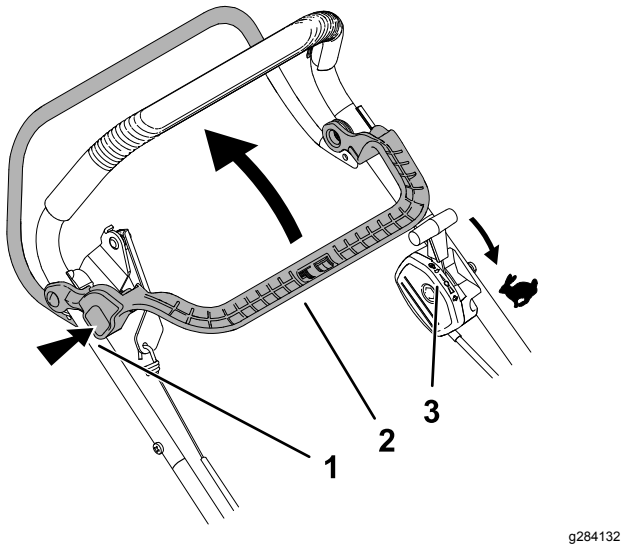

Figuur 15
1. Zorg ervoor dat de gashendel in SNEL staat (Figuur 15).
2. Druk de vergrendelingsknop van de BBC in en trek de bedieningshendel van de BBC naar achteren tegen de handgreep (Figuur 15).